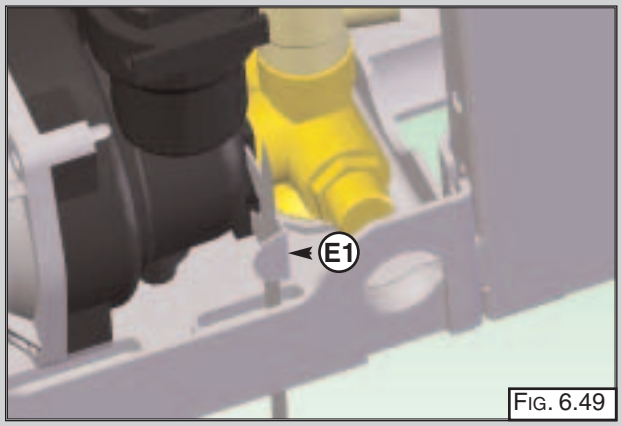

FIG. 6.49
3. Remove the retaining clip "E1" from the bottom of the boiler (FIG. 6.49);